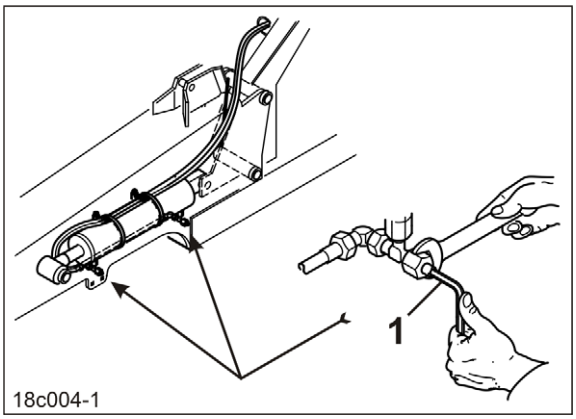

Fig. 261
Med en unbraconøgle (Fig. 261/1) ændres åbningskanalen for en drosselventil og dermed olietilførslen til hydraulikcylinderen. Maskinen har 4 drosselventiler.
2. Foretag en indstilling [se skemaet (Fig. 261)].